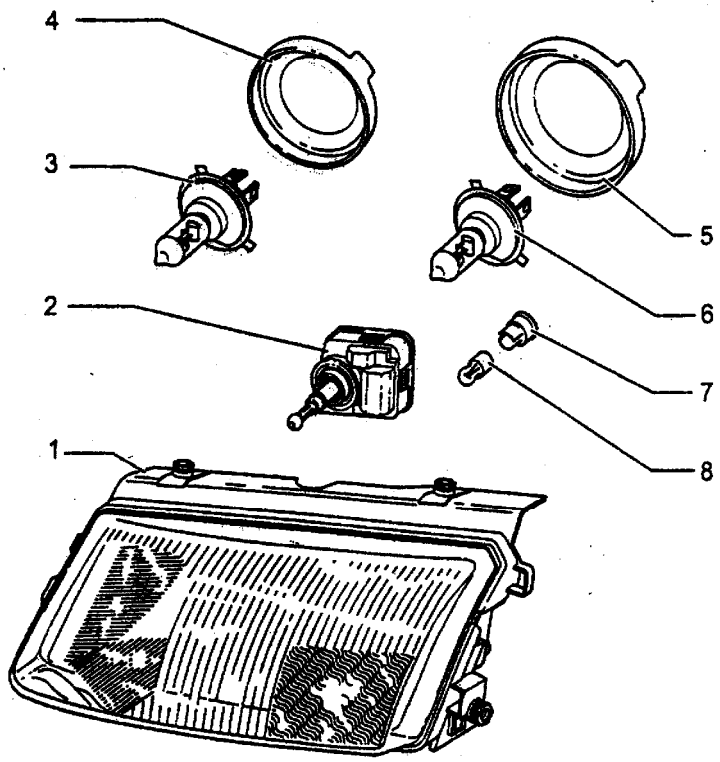

图 6－41
②拔出用于近光（近照明）的灯的插头连接 2。如图 6－42 所示。
③在止动销 5 上。旋压弹簧丝夹（弹簧丝 U 形螺栓）1，并且把它翻转到侧面。
④从反射罩中取出灯泡 4。
⑤安装新的灯泡，使摩擦盘圆片上的止动销在反射罩上的凹槽中。
⑥在安装一只新的用于近光（近照明）的灯泡之后，检查前大灯的调整角度。
(2) 更换侧灯灯泡